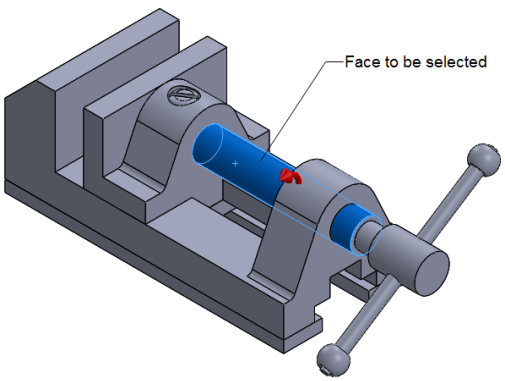

Figure 20-22 *The face to be selected*
3. Click in the **Motor Location** selection box of the **Component/Direction** rollout and select the cylindrical face of the Jaw Screw, refer to Figure 20-22. The name of the selected face is displayed in the **Motor Direction** selection box.